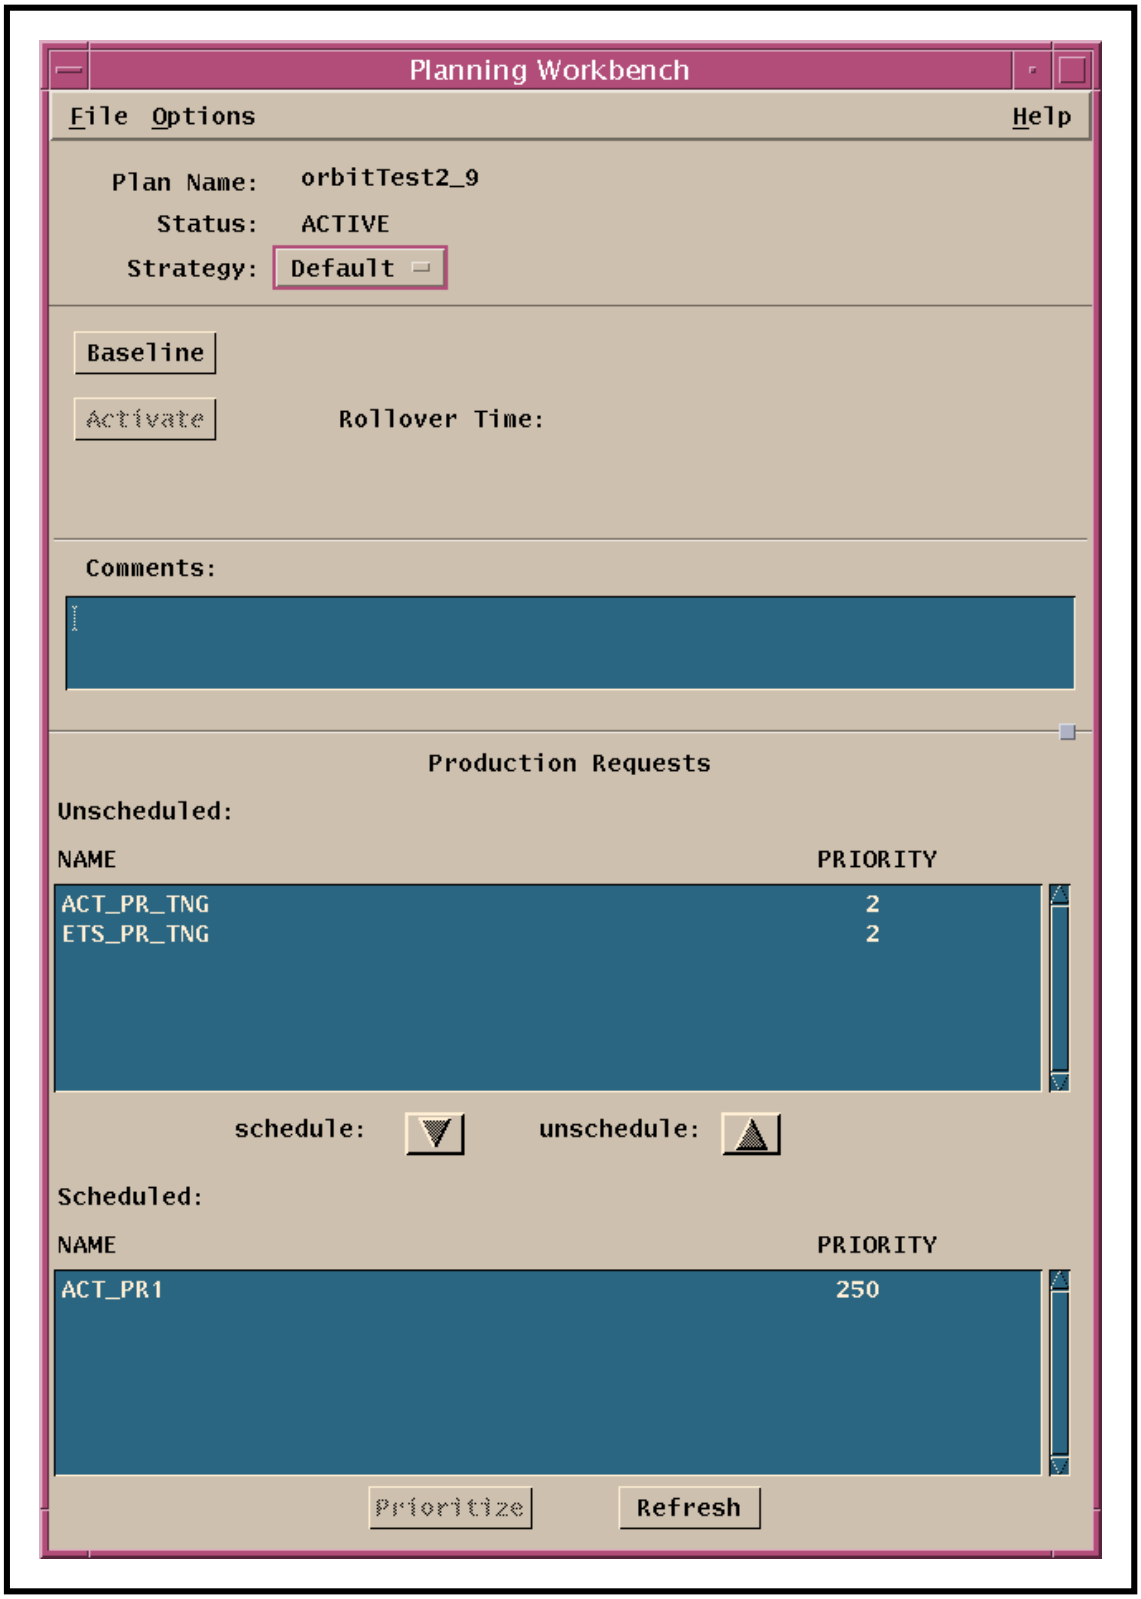
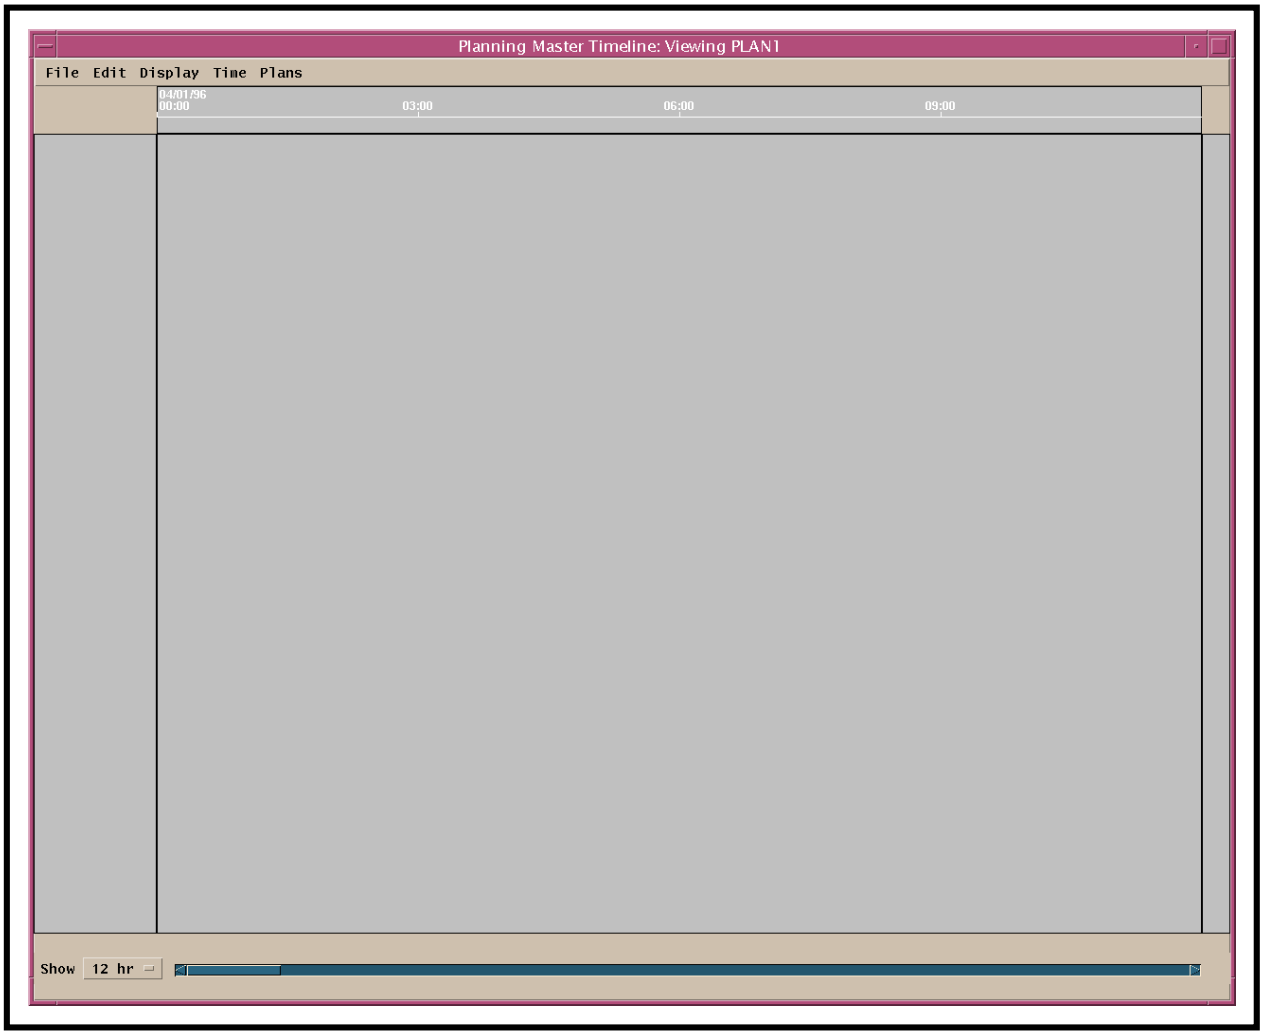

Figure 37. Planning Workbench GUI
Figure 38. Production Planning Master Timeline GUI
- Eventually, the **Planning Workbench** GUI (Figure 37) is displayed. Then the **Production Planning Master Timeline** GUI (Figure 38) is displayed.
- The **Planning Workbench** GUI (Figure 37) is displayed.
- The **Production Planning Master Timeline** GUI (Figure 38) is displayed.